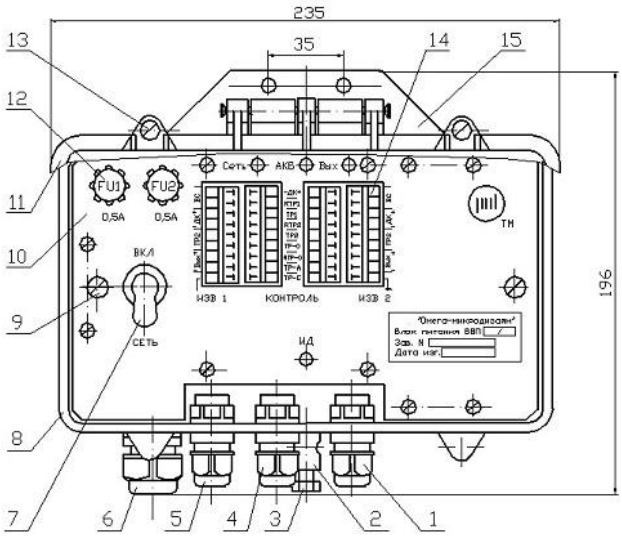

Рис. 5.2
5.1.1 При установке ББП на вертикальной поверхности, произвести разметку места крепления блока в соответствии с расположением крепежных отверстий на рис.5.2. Диаметр отверстий в пластинах 7мм. Установку производить с учетом длины сетевого и связных кабелей, удобства доступа к органам управления и обеспечения обзора световых индикаторов.
5.5 Надежно соединить «красную» клемму с «+» выводом аккумулятора (см. рис. 5.2). Установить шасси на место и закрепить его невыпадающими винтами.
5.7 Пропустить кабель связи с ППК внутрь ББП через соответствующий ввод, закрепить его с помощью гайки ввода и подключить проводники к группам зажимов «Контроль» (см. рис.5.2).